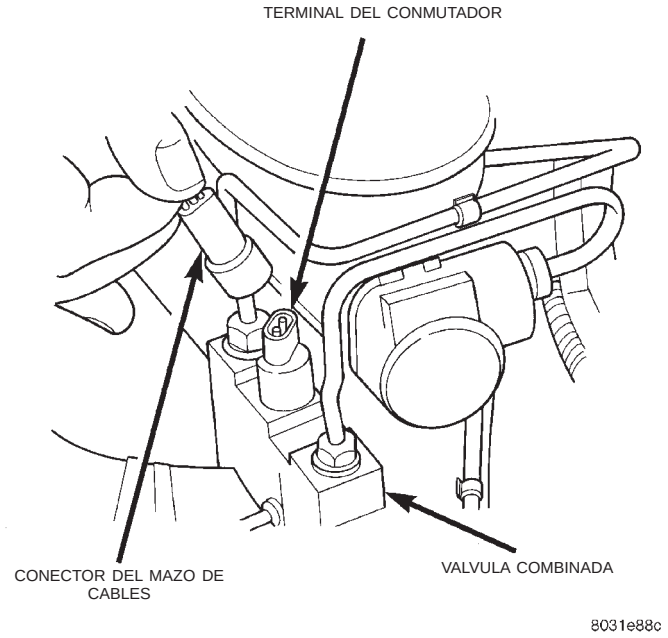

Fig. 19 Conmutador de presión diferencial
(1) Retire la cubierta del depurador de aire y la manguera para acceder a la válvula.
(2) Descalce las lengüetas de fijación del conector y desconecte el cable del conmutador de presión diferencial de la válvula combinada (Fig. 19). No tire del cable del conmutador para desconectar.